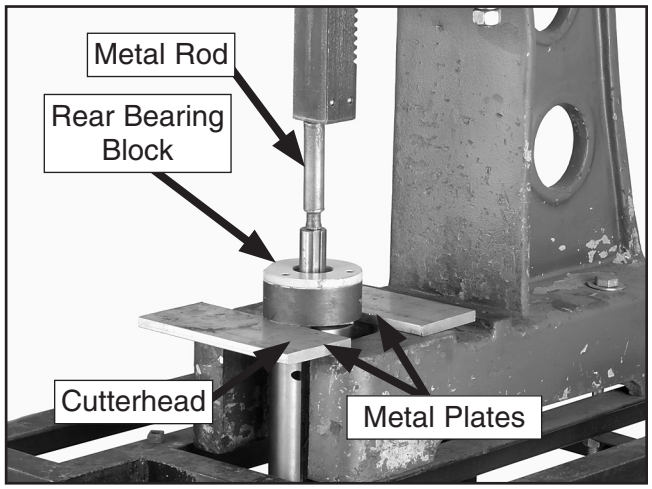

Figure 13. Preparing to remove rear bearing block.
22. Place the cutterhead in an arbor press. Insert a metal rod between the press and the cutterhead shaft, and place metal plates between the cutterhead and rear bearing block, as shown in **Figure 13**, to support it.